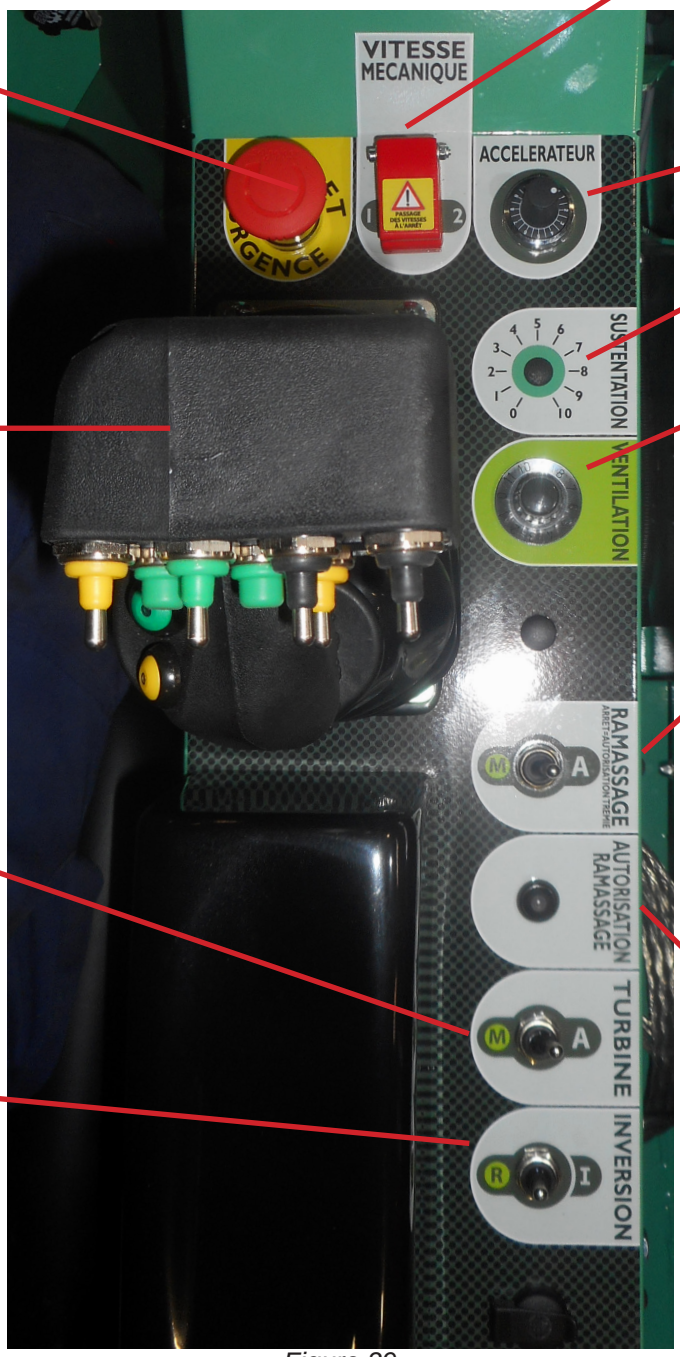

Figure 29
- Avant de démarrer, mettre la poignée d'avancement au point mort (page 31, figure 29, repère 2).